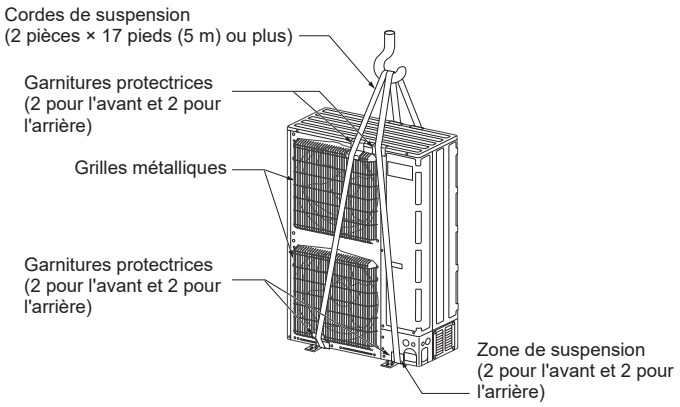

Fig. 2-2
2.4.1. Suspension de l'appareil (Fig. 2-2)